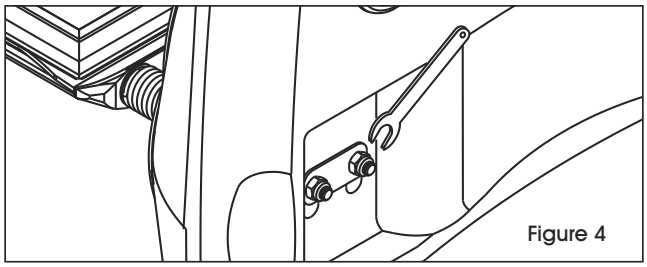

Figure 4
4. Serrez les écrous fermement contre les rondelles à l'aide de la clé. (Voir Figure 4)